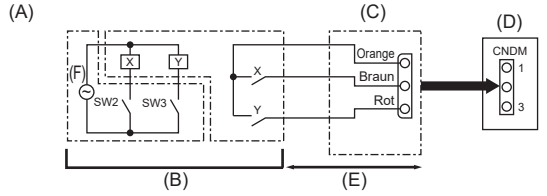

Abb. 8-2
8.2. Anforderungsfunktion (Veränderung vor Ort) (Abb. 8-2)